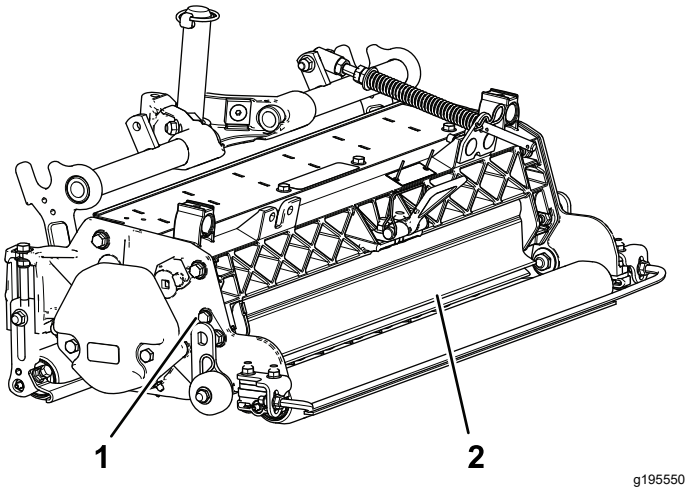

Figure 9
1. Desserrez les boulons sur le pivot du déflecteur d'herbe (Figure 9).
2. Tournez le déflecteur d'herbe à la position de réglage voulue et serrez les boulons (Figure 9).